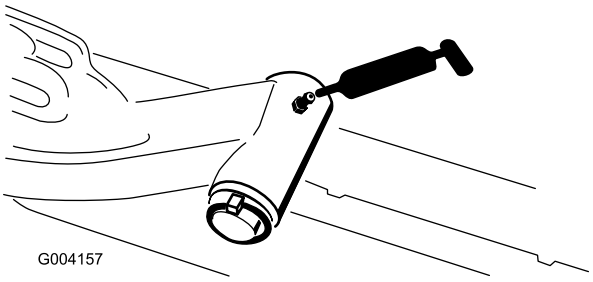

Figur 56
- Lyftarmens svängaxel (1 var) (Figur 56)